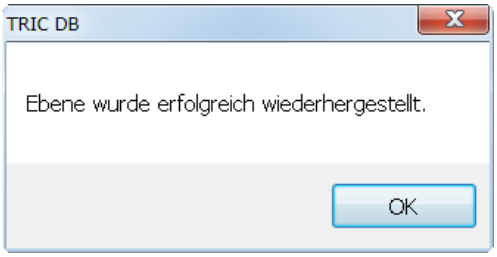

Bild 18.74 – Erfolgsmeldung nach Wiederherstellung eines Ebenen-Archivs.
- Eine kleine Meldung informiert Sie über den Erfolg der Wiederherstellung (Abb. 18.74).